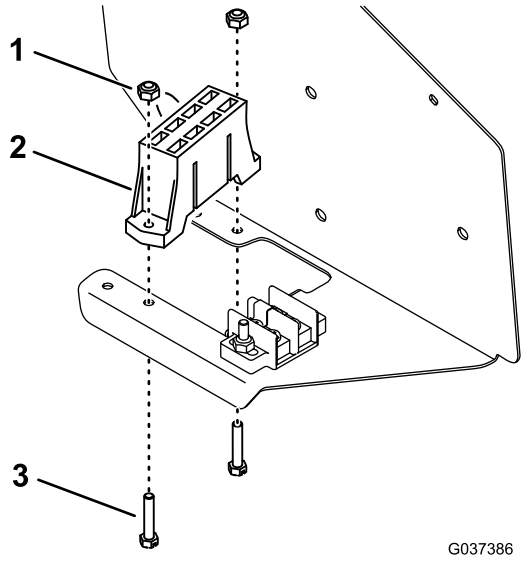

Figure 9
5. Mount the fuse block to the bottom of the control-panel assembly, next to the existing fuse block, with 2 screws and 2 locknuts (Figure 9).
Note: Install the screws from the underside of the panel as shown in Figure 9.